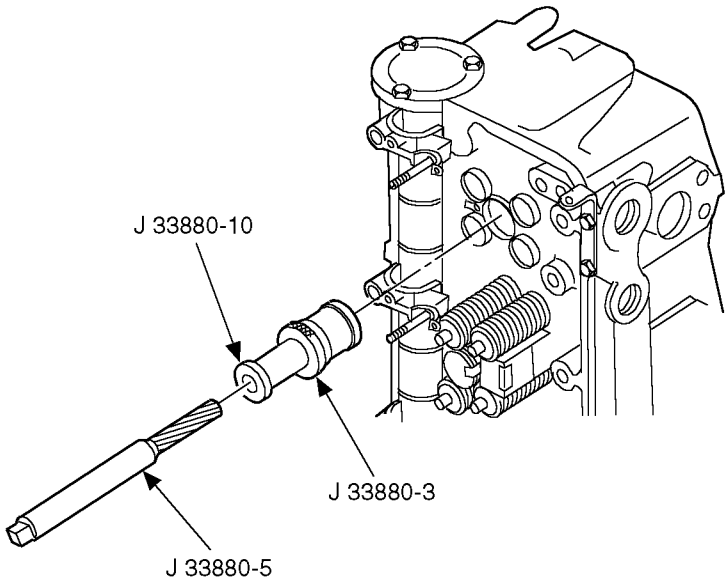

Figure 2-22 Reaming Injector Tube
10. Install J 33880-3, into the injector bore until it contacts the cylinder head. See Figure 2-22.
11. Install J 33880-10, into the seat reamer pilot until it bottoms. See Figure 2-22.
12. Place a few drops of cutting oil on the cutting edges of J 33880-5, and install it in J 33880-10. See Figure 2-22.
1. Insert J 33880-3 part of J 33880, into injector tube bore of cylinder head. See Figure 2-22.